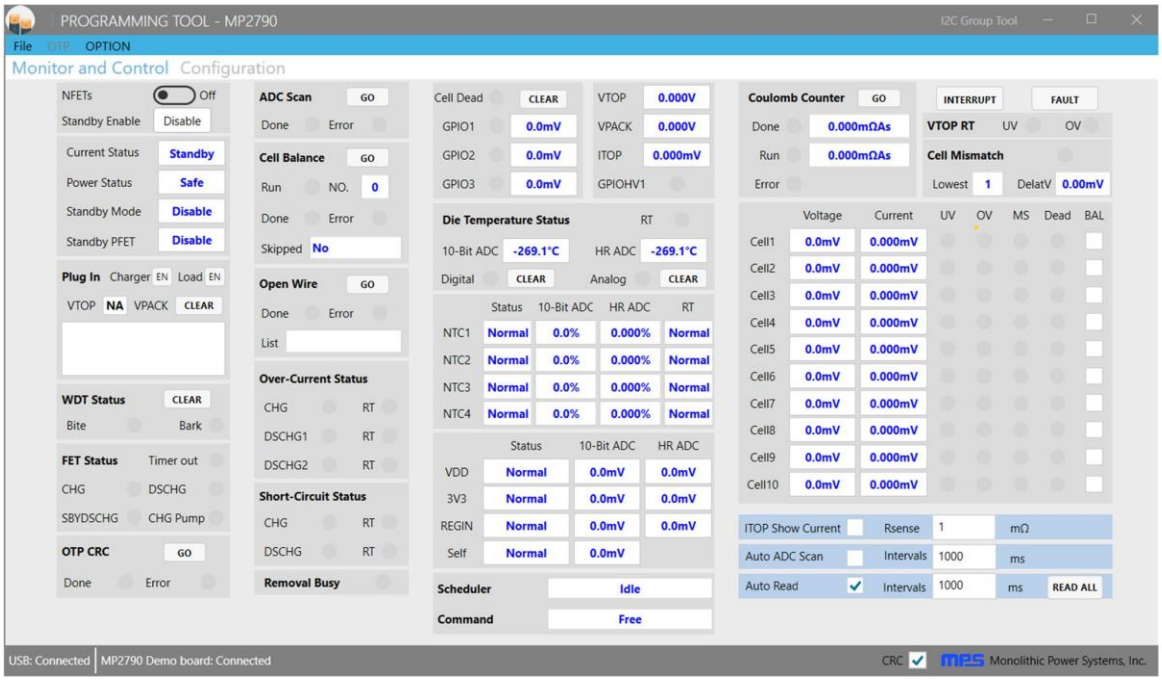

Figure 11: USB and MP2790 Demo Board Statuses Show Successful Connection
- If the connection is successful, the USB and MP2790 demo board statuses are listed as "Connected" at the bottom left of the screen (see Figure 11).